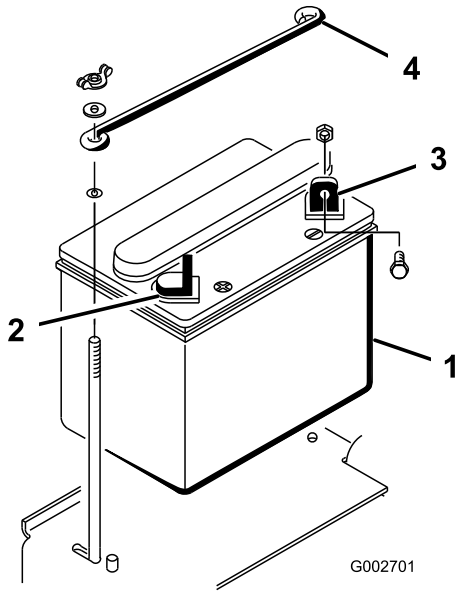

Figur 4
1. Sett batteriet på plass, med den negative terminalen plassert mot baksiden av maskinen (Figur 4).